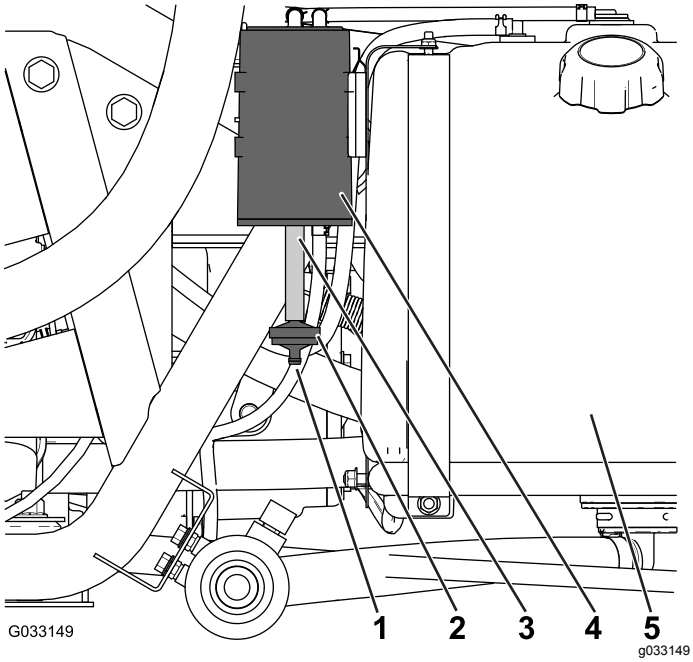

Figur 47
Kontroller åbningen i bunden af luftfilteret til kulfilterbeholderen for at sikre, at den er ren og fri for snavs og blokeringer (Figur 47).
1. Afmonter fittingen med modhager på kulfilterbeholderens filter fra slangen i bunden af kulfilterbeholderen, og afmonter filteret (Figur 47).